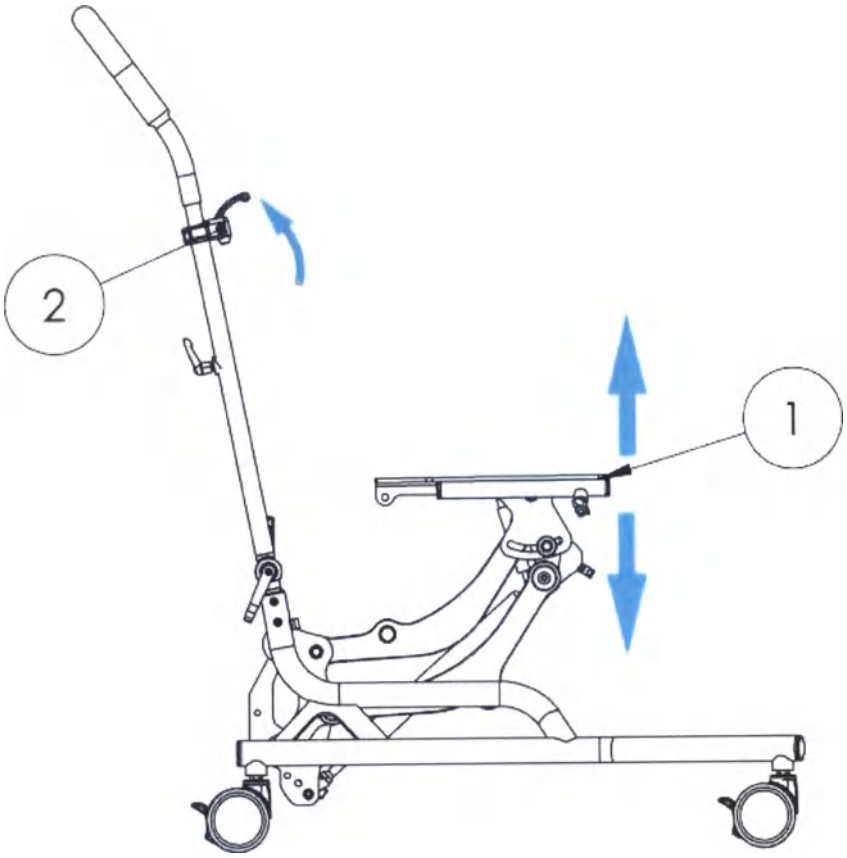

Рис. 17
7.2.4 Подъем и опускание платформы ***Рис. 17***